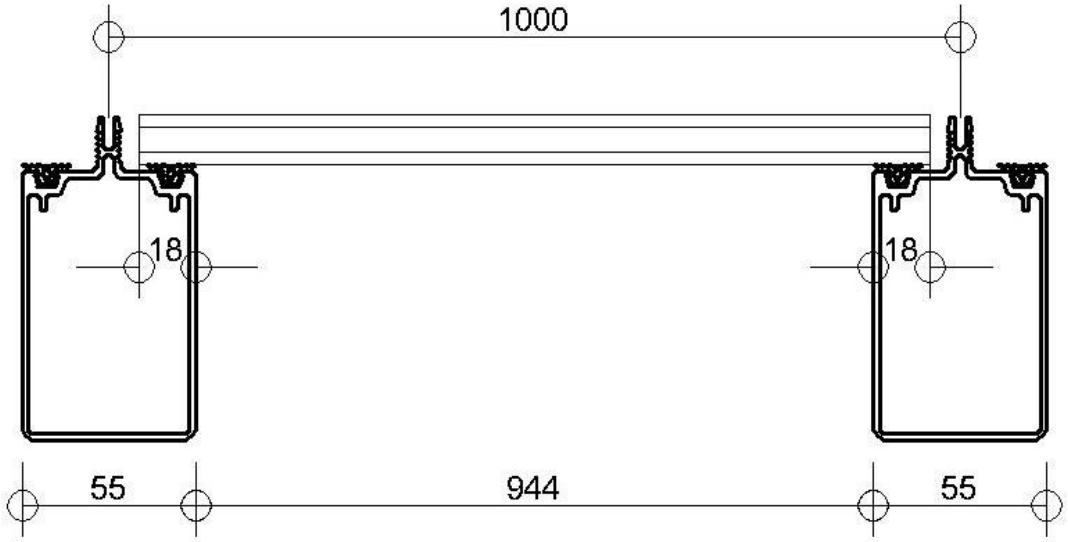

Abb. 21
4.1 Messen Sie an dem Wandprofil zwischen den Trägern 944 mm. Siehe Abb. 21
4.2 Messen Sie an der Rinne zwischen den Trägern 944 mm Siehe Abb. 21